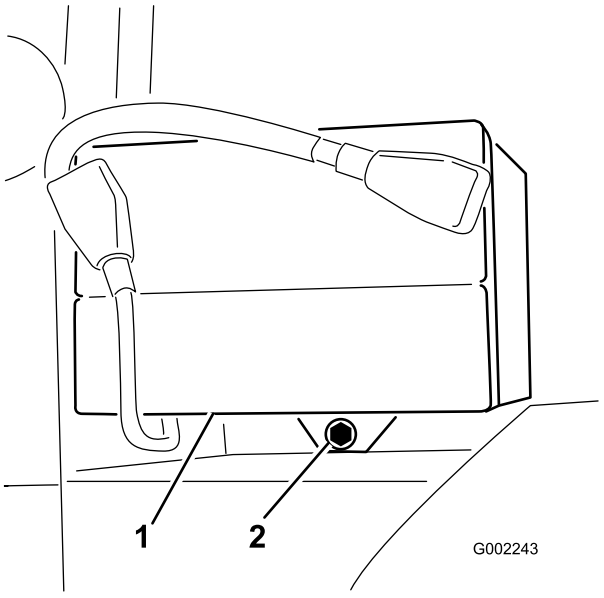

Figure 45
2. Remove the battery retainer and fasteners (Figure 45).
3. Install the battery retainer and secure it with the fasteners you removed previously (Figure 45).